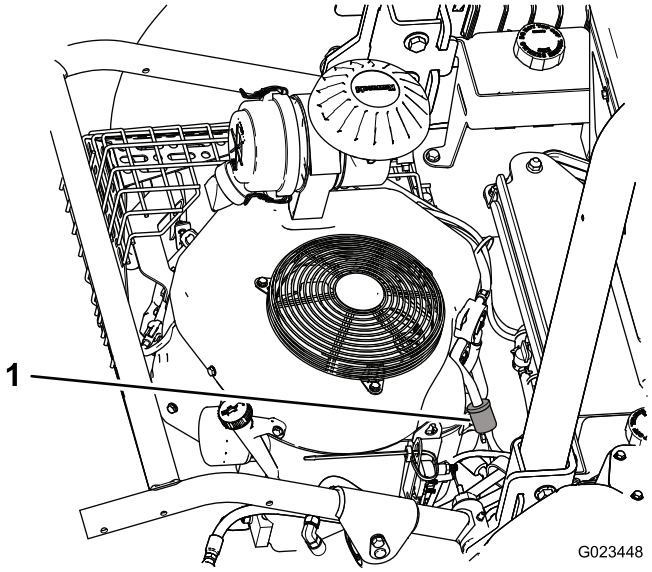
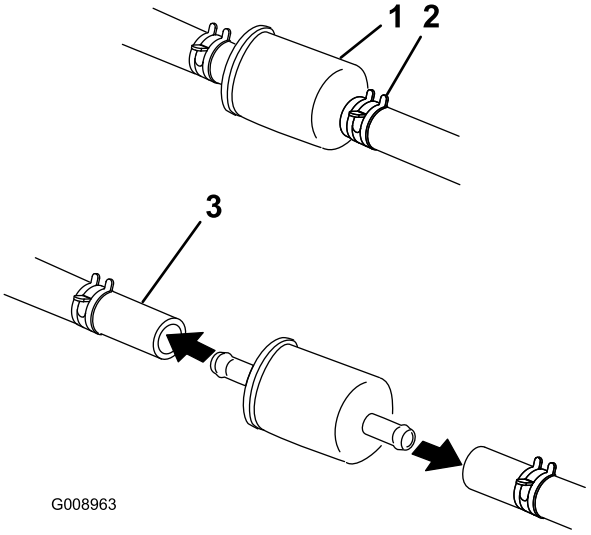

Figur 48
Figur 49
1. Lossa slangklämman på filtrets förgasarsida och ta bort bränsleeldningen från filtret (Figur 48 och Figur 49).